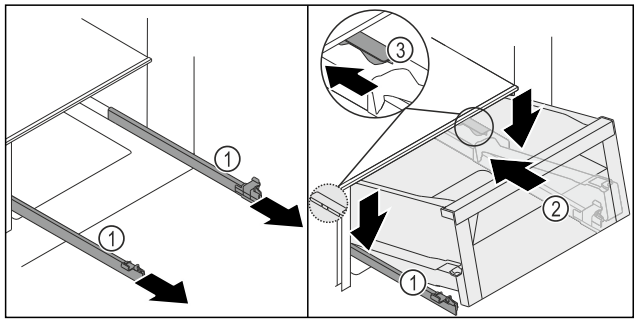
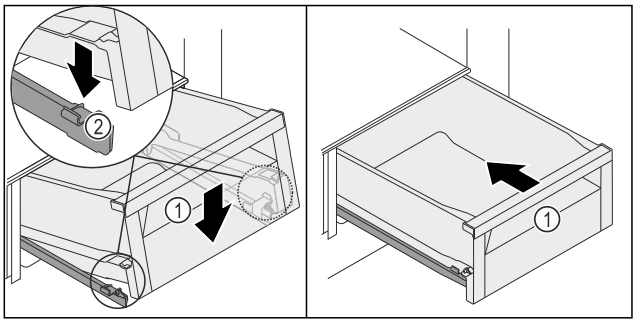

Fig. 117
Fig. 118
▶ Pidä kiskoista *Fig. 117 (1)* kiinni ja aseta säilytyslokero *Fig. 117 (2)* ylhäältä pysäyttimen *Fig. 117 (3)* taakse kiskojen *Fig. 117 (1)* päälle.
▶ Työnnä säilytyslokero *Fig. 117 (2)* kiskoja *Fig. 117 (1)* pitkin taakse rajoittimeen saakka.
▶ Laske säilytyslokero *Fig. 117 (2)* edestä alas niin, että säilytyslokero luiskahtaa vasemmalla ja oikealla liittimiin *Fig. 118 (2)*.
▷ Säilytyslokero *Fig. 118 (1)* lukittuu kuuluvasti paikalleen.
▶ Työnnä säilytyslokero *Fig. 118 (1)* sisään.